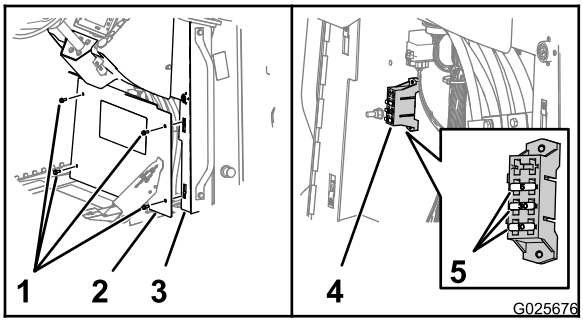

Rysunek 80
3. Wykręć 4 śruby kołnierzowe z łbem sześciokątnym (5/16 x 3/4 cala), mocujące osłonę do konsoli, i zdejmij osłonę (Rysunek 80).
4. Znajdź przepalony bezpiecznik i wymień go na bezpiecznik tego samego rodzaju i o takim samym prądzie (Rysunek 80).
6. Dopasuj otwory w osłonie do nakrętek na kołnierzach konsoli (Rysunek 80).